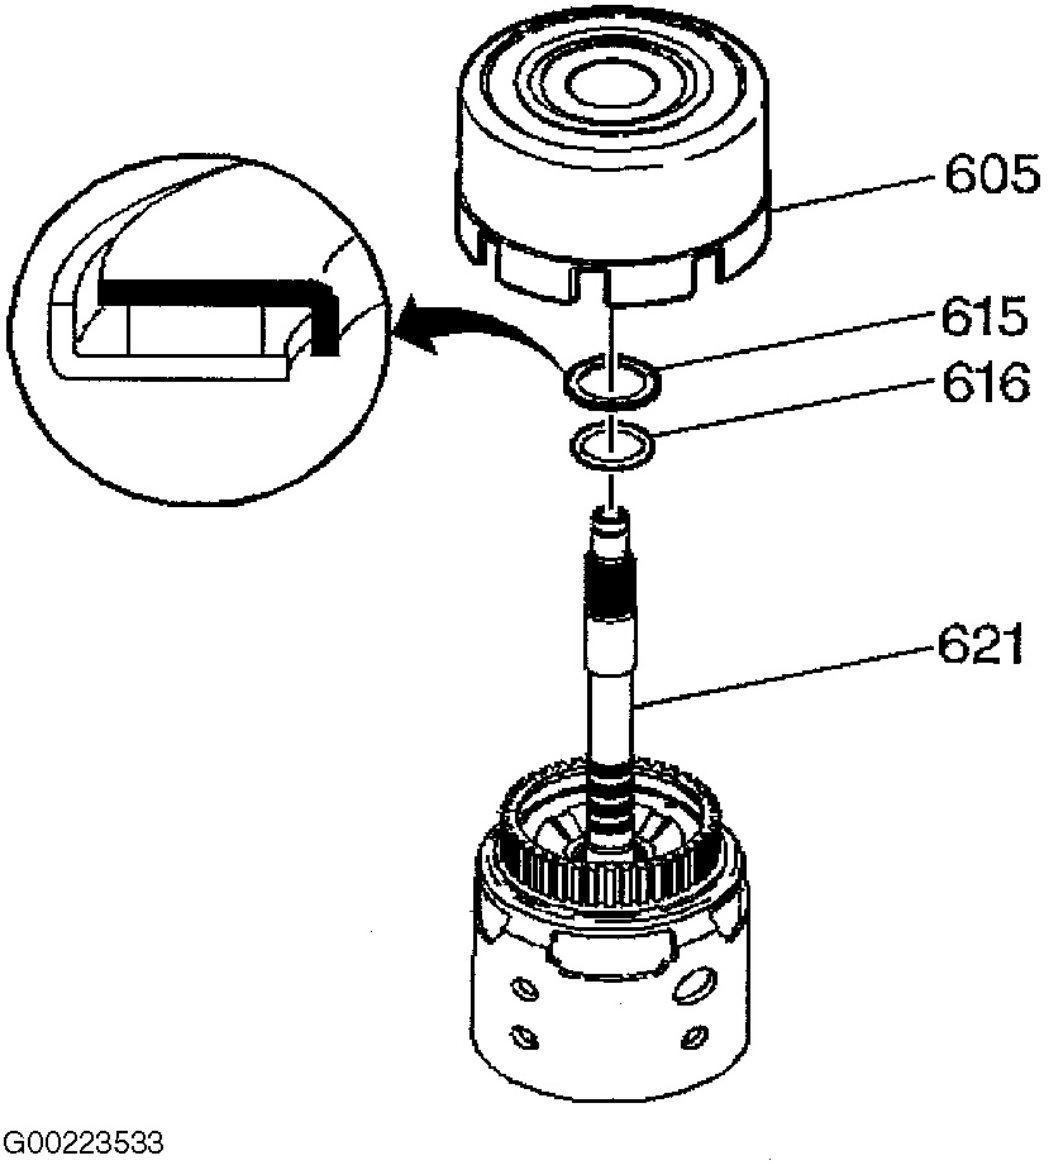

Fig. 80: Installing Reverse & Input Clutches Components
1. Install the selective thrust washer (616) on the input housing (621). Install the stator shaft/selective washer bearing assembly (615) on the input housing (621). The black race on the bearing goes toward the oil pump. Install the reverse input clutch assembly (605) on the input housing (621). Index the reverse input clutch plates with the input clutch hub. Make certain all clutch plates are fully engaged. See **Fig. 80** .